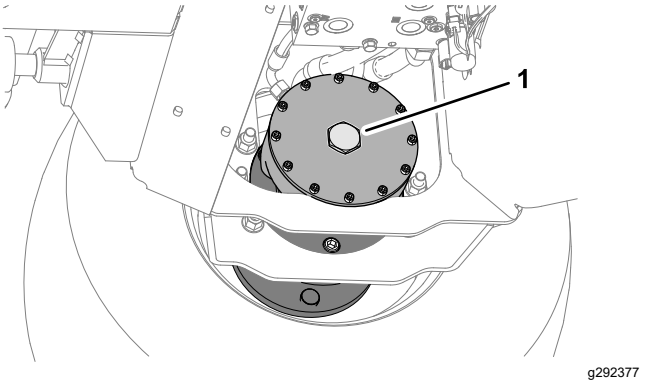

Рисунок 41
5. На тормозе гидромотора правого переднего колеса отверните шестигранную заглушку (Рисунок 41).